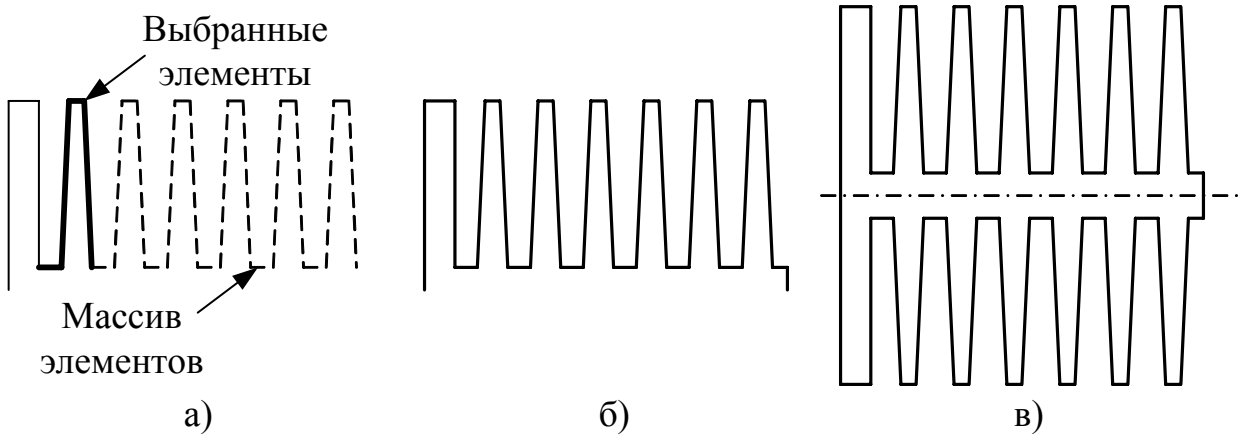

Рисунок 5.1 – Использование инструментов *Прямоугольный массив* и *Зеркальное отражение*
4. Задав интервал и угол оси повторения элементов, можно осуществить *предварительный просмотр* получившегося массива (рис. 5.1 *а*). При необходимости направление оси массива может быть изменено на противоположное.
6. При необходимости завершите создание эскиза симметричной половины охладителя (рис. 5.1 *б*).
8. Выберите осевую линию и элементы, которые должны быть зеркально отражены. На панели инструменты эскиза выберите *Зеркальное отражение* или *Инструменты, Инструменты эскиза, Зеркальное отражение* (рис. 5.1 *в*).